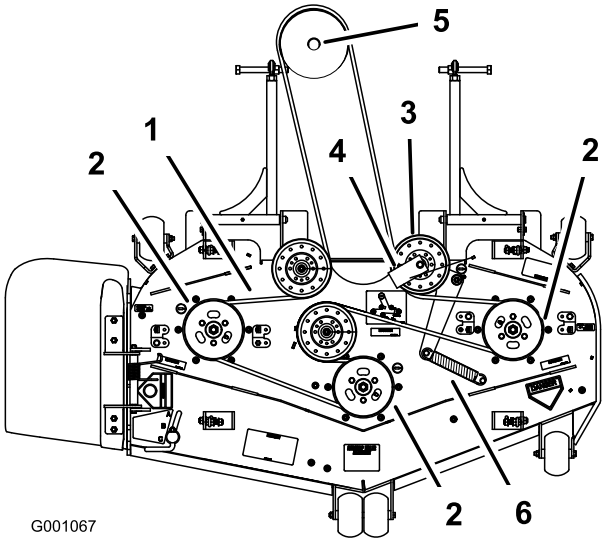

Figur 71
8. Før den nye rem rundt om plæneklipperens remskive og gearkassens remskive under motoren (Figur 71).
9. Monter remstyret på den fjederbelastede remskive i en vinkel på 45 grader som vist i Figur 71. Tilspænd bolten til et moment på 37–45 Nm.
10. Monter styrefjederen på de to pæle (Figur 71).